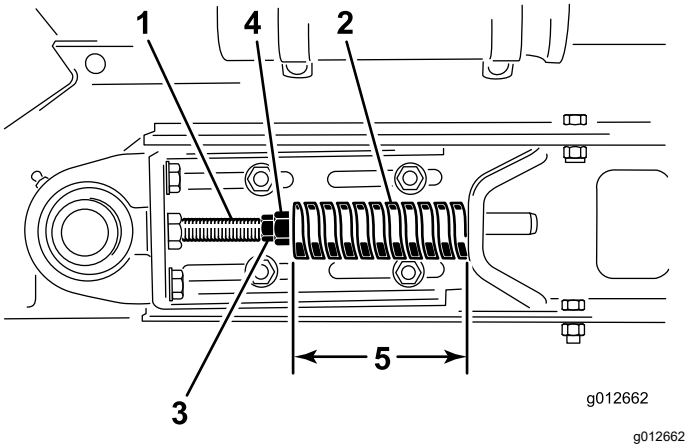

Figur 25
3. Løsn den bageste kontramøtrik (Figur 25).